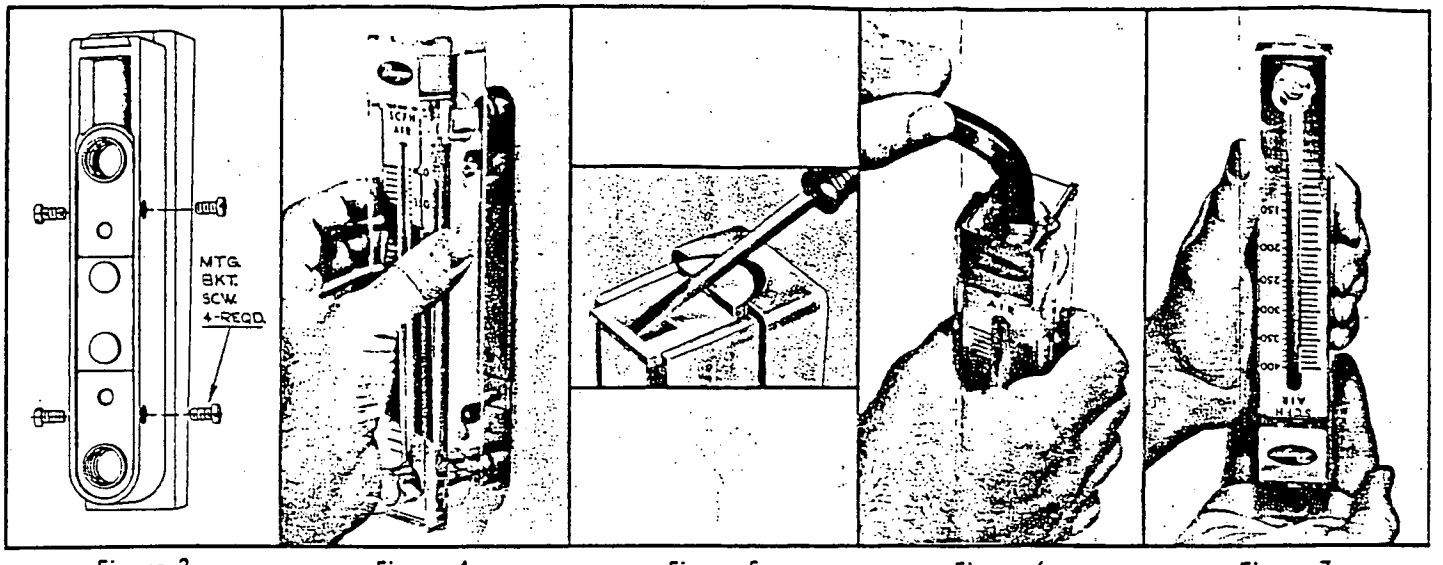

Figure 3 Figure 4 Figure 5 Figure 6 Figure 7
2. Remove the four mounting bracket screws located in the sides of the flowmeter. See Figure 3.